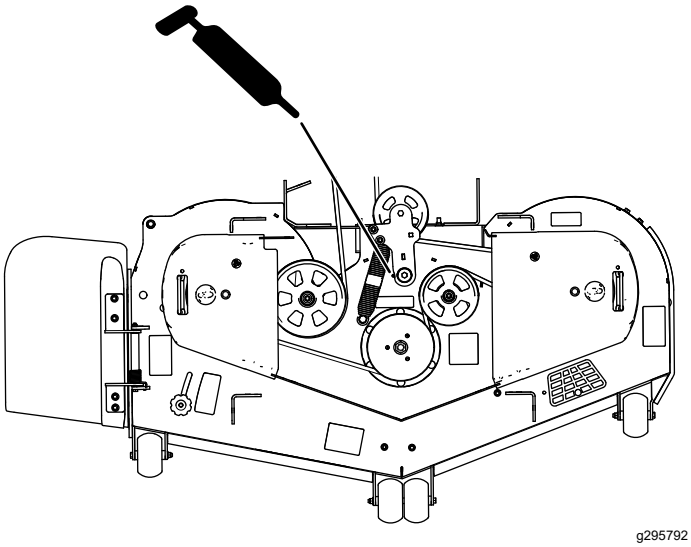
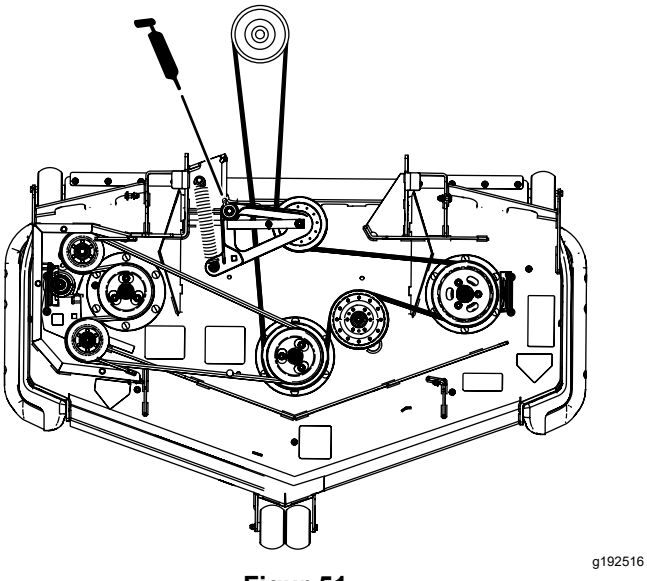

**Figur 50**
**Figur 51**
3. Smør drejeleddet på plæneklipperskjoldets styreremskive, indtil der kommer fedt ud af bunden (Figur 50 eller Figur 51).